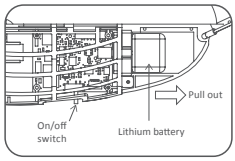

Figure 1
a. Turn off the switch at the bottom of Go Go Bird, pull out lithium battery from the tail of Go Go Bird, refer to figure 1.